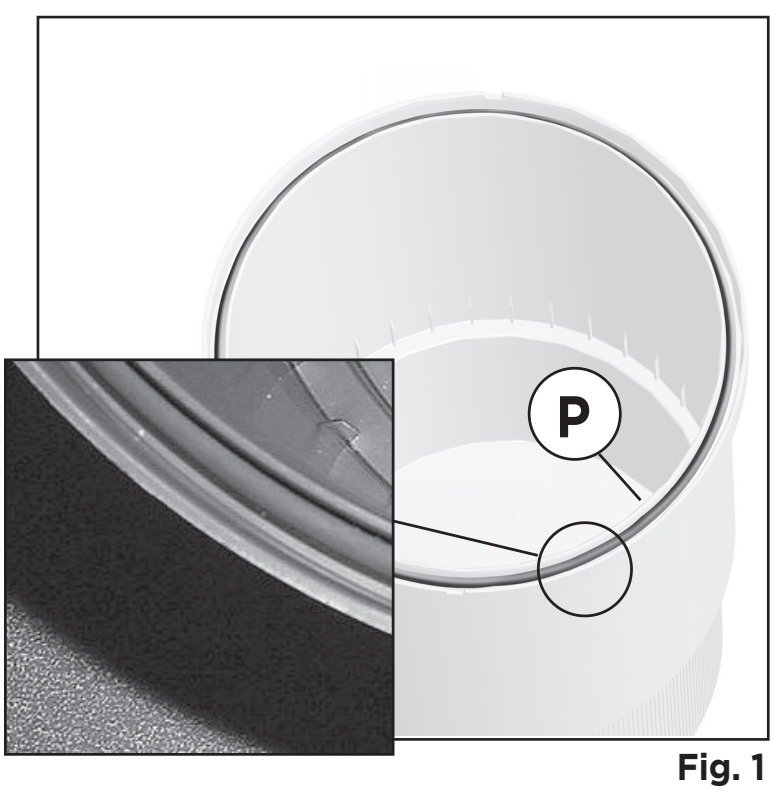

Fig. 1
- Before the first start-up, it is necessary to install the lid O-ring (P), which is supplied in a separate poly bag. This O-ring must be correctly inserted in its seat at the top of the filter canister **(Fig. 1)**.